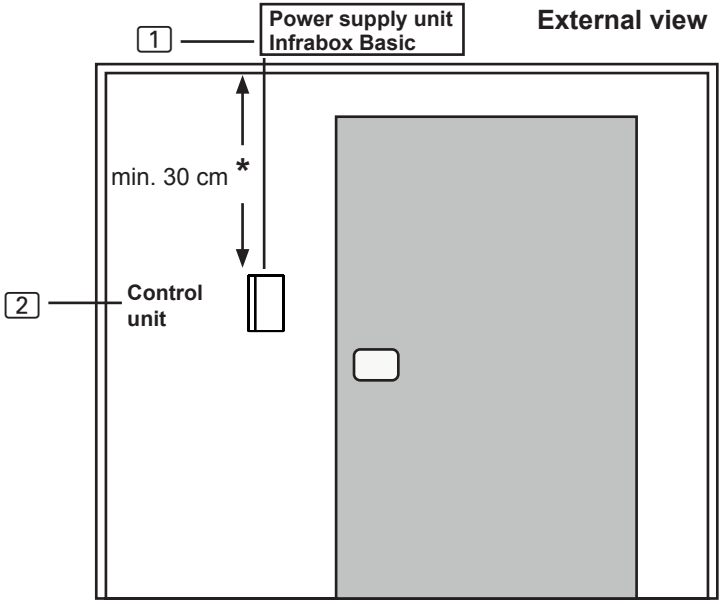

Fig. 2 Control unit position
The control unit 2 of the infrared controller is installed on the outside wall of the cabin with a maximum clearance of 10 metres from the power supply unit 1 (see Fig. 2). For the installation, a standard jigsaw is required to cut out the recess for the control unit. The control unit can be installed both inside and outside the cabin.
* For installing inside a sauna cabin, a minimum clearance of 30 cm must be maintained (see Fig. 2 Control unit position on page 11).